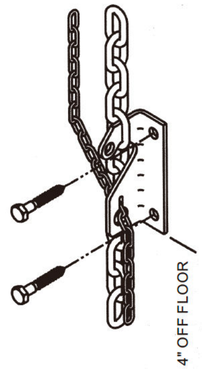

FIGURA 10
3. Utilice tirafondos para fijar el soporte de bloqueo de cadena [Ítem 10] a la pared, ali-neado verticalmente con la cadena de accionamiento a una altura aproximada de 4 pies (1,22 m) sobre el piso (ver Figura 10).